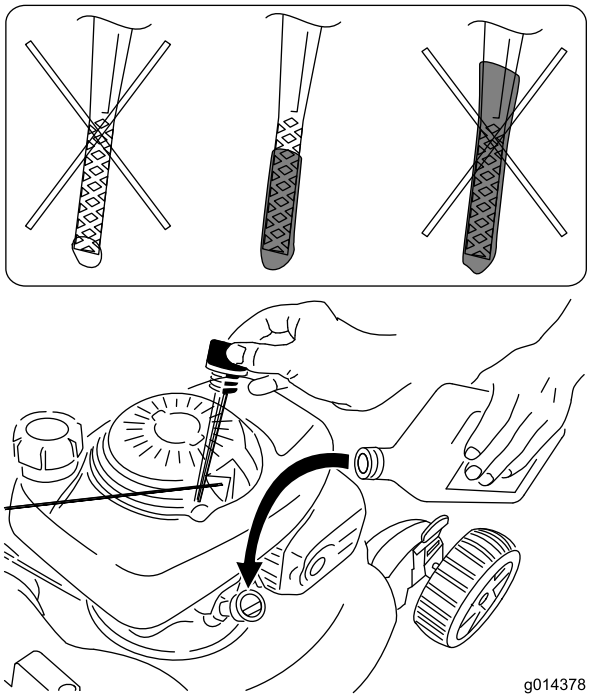

Bild 10
2. Ziehen Sie den Peilstab (Bild 10) heraus.
5. Nehmen Sie den Peilstab heraus und lesen Sie den Ölstand ab (Bild 10).